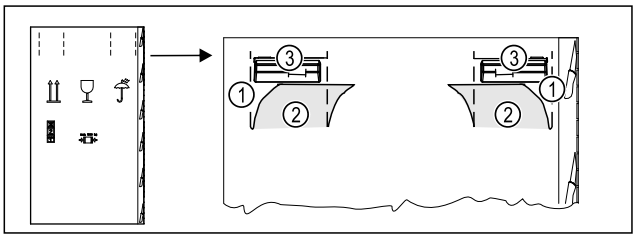

Fig. 5
▶ Press the packaging cardboard into the perforation *Fig. 5 (1)* at the top.
▶ Pull out any tabs *Fig. 5 (2)* that have been pushed in.
▷ Carrying handle *Fig. 5 (3)* visible on the right and left.
▶ Hold the appliance by the carrying handles *Fig. 5 (3)*.